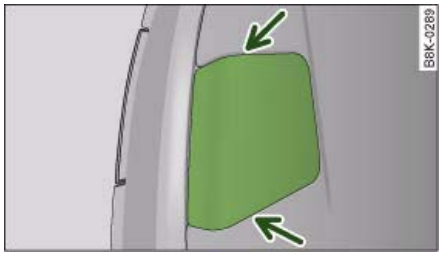

Fig. 307 Boot lid: Opening the cover in the boot lid
– Using the flat-blade side of the reversible screwdriver insert, carefully detach the cover cap ⇒ fig. 307 -arrows-.